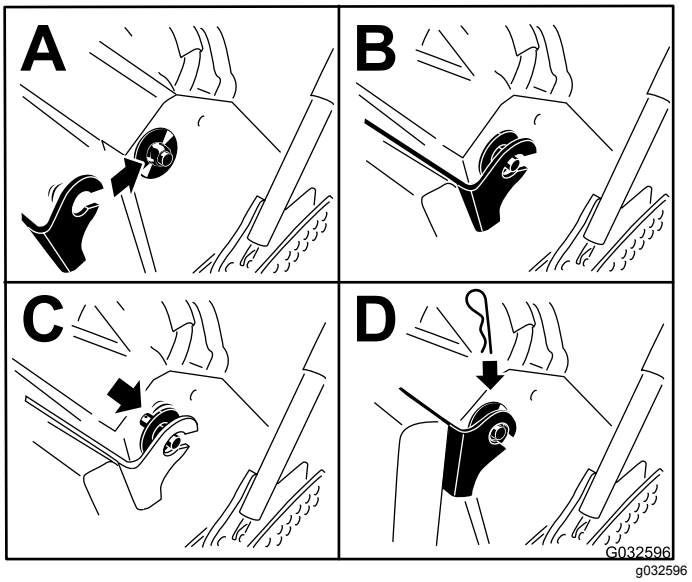

Rysunek 36
6. Unieś poduszkę i nasuń ją na sworznie po obu stronach maszyny (Rysunek 36).
7. Nasuń duże podkładki z tulejami tworzywowymi na wspornik poduszki i zamocuj je sworzniem z zawleczką (Rysunek 36).